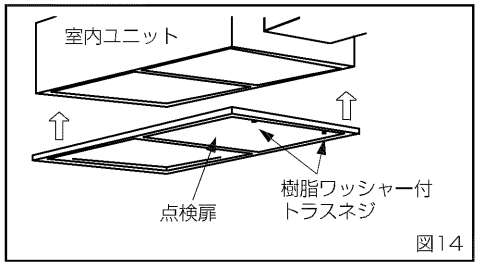

図14
②天井パネルを持ち上げて、室内ユニットに押し当てて、仮止めしてください。（図 14）
③点検扉を止めている樹脂ワッシャー付トラスネジをゆるめて開けてください。（図14）